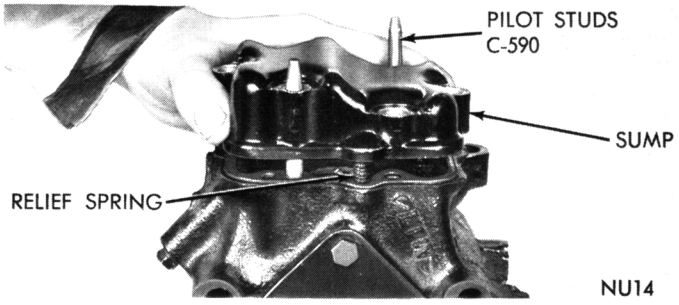

Fig. 61—Installing Compressor Sump
(1) Remove bearing cap and install piston in bore. Use piston ring compressor to prevent ring damage.
(2) Install bearing caps, and tighten screws 50 to 60 inch-pounds. Be sure each cap is installed in its original position.
(3) Install valve plates and cylinder heads.
(4) Turn compressor upside down. Install pilot studs, gasket, oil pressure relief ball and spring.
(5) Install the sump over pilot studs (Fig. 61) making sure the oil pressure relief spring depresses uniformly as the sump is lowered on the case.
(6) Tighten sump bolts finger tight to prevent spring misalignment, then tighten 14 to 20 foot-pounds.
(7) Refill with new refrigerant oil after the compressor is installed on vehicle. Do not re-use the oil that was previously drained.